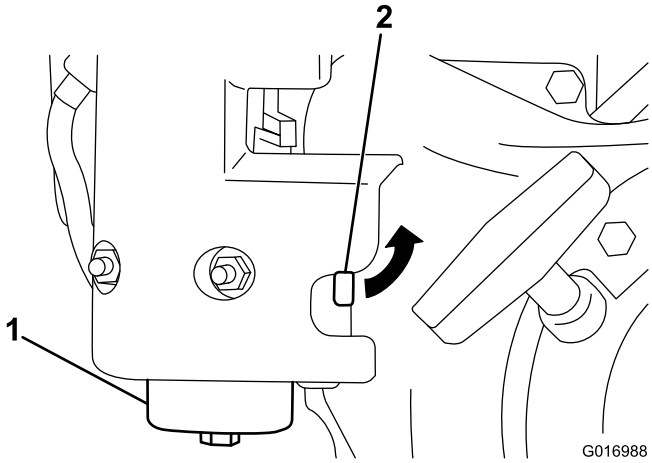

Figur 28
1. Luk brændstofafbryderventilen, og skru skålen af filterelementet (Figur 28).